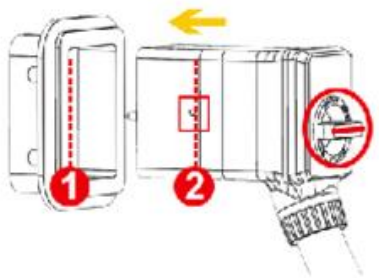

Figura 1
3. Conecte las piezas de mano con la máquina principal y asegure una buena conexión (Figura 1)